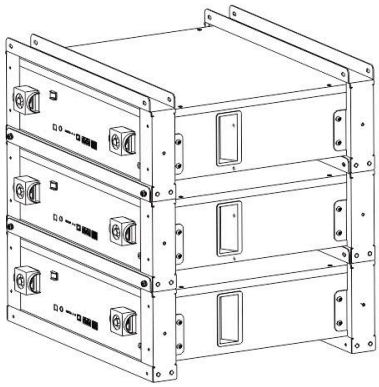

Figure 3-7
5. Stack the required number of battery and bracket combinations as described above, and fix the screws,twisting force keeps 9.8N·m. Shown as Figure3-7.